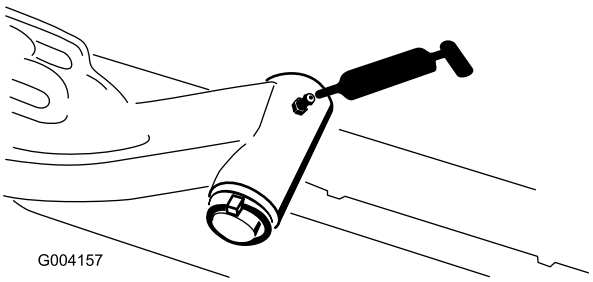

Figur 32
- Lyftarmens svängaxel (1 var) (Figur 32)